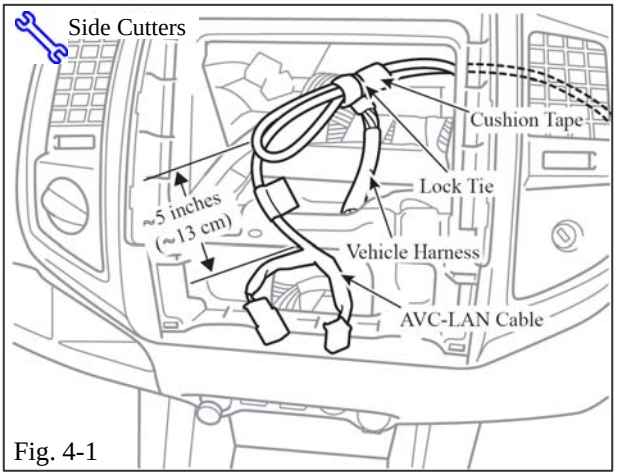

Fig. 4-1
(a) Bundle the excess AVC-LAN cable and secure to the vehicle harness behind the head unit using the cushion tape and one (1) 14” lock tie. (Fig. 4-1)